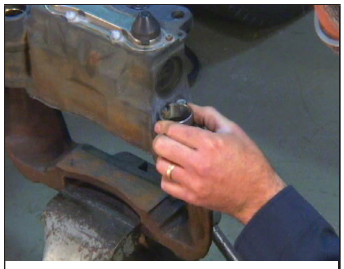

Figure 78 – Position the New Bushing
5.6.26 Place the new bushing (6) in position so that **when drawn into position, the tab will align with the slot in the casting**. With the tab aligned, place tool (T14) over the bushing and tap lightly. To position the bushing, *see Figure 78.*